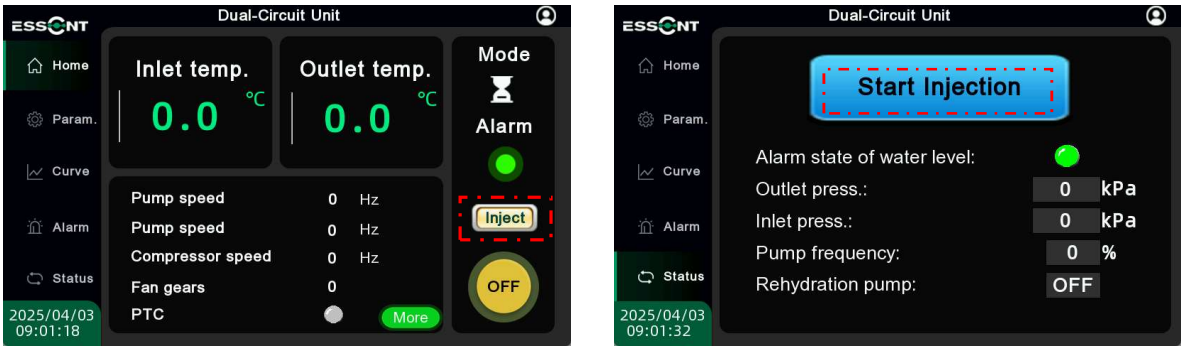

Figure 5-1 Schematic Diagram of the Operation of the Control Panel
3) As shown in Figure 5-1, click the liquid injection mode on the control panel to execute the liquid injection. At this time, the liquid replenishment pump is turned on. During the process, the make-up water tank needs to be refilled with liquid several times to maintain the liquid level in the sight glass slightly above the middle.